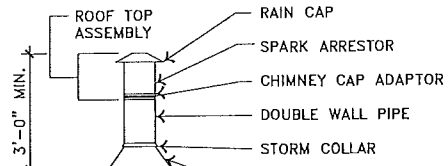

Figure 73. *Chimney and combustion air intake duct installation*
2. **Install chimney pipe.** Assemble and seal the chimney per the fireplace or wood stove manufacturer's installation instructions and if there is a conflict between the instructions and the figure, follow the instructions. To assure sufficient draft for proper operation, extend the chimney at least three feet above the highest point where it penetrates the roof and at least two feet higher than any surface within 10 feet of the chimney (**Figure 73**). Use additional section(s) of chimney pipe (not provided) if required by local code or if the site has obstructions within 10 feet of the chimney.